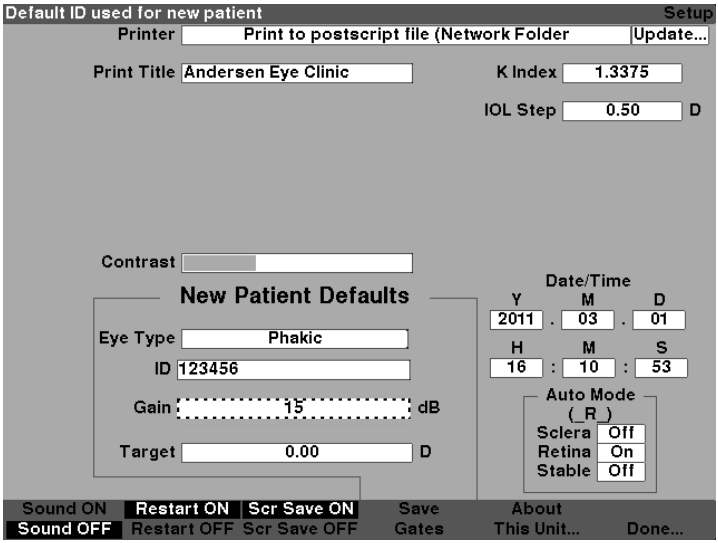

Figure 5-49 Default Gain Field Selected
2. Press the knob or the √ button, to activate the field, indicated by the dashed border as shown in figure 5-49.